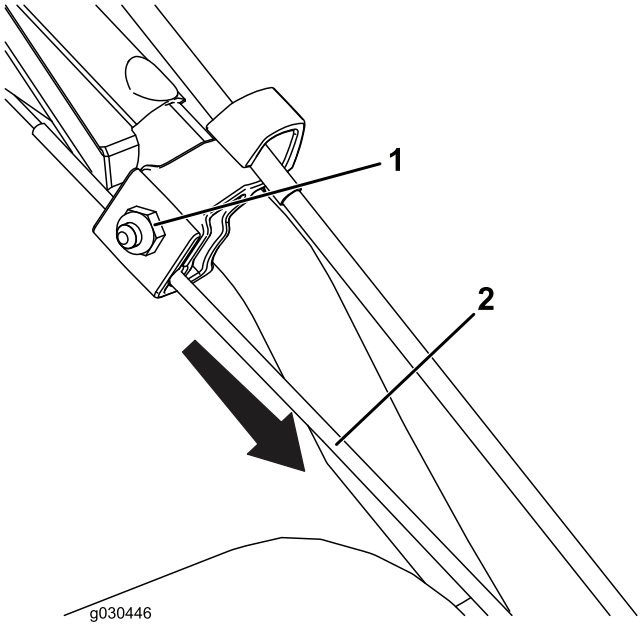

Figura25
1. Slăbiţi piuliţa de pe clema de cablu superioară, însă nu o înlăturaţi (Figura25).
2. Trageţi cablul în jos pentru a tensiona cablul (Figura25).
3. Strângeţi piuliţa (Figura25).